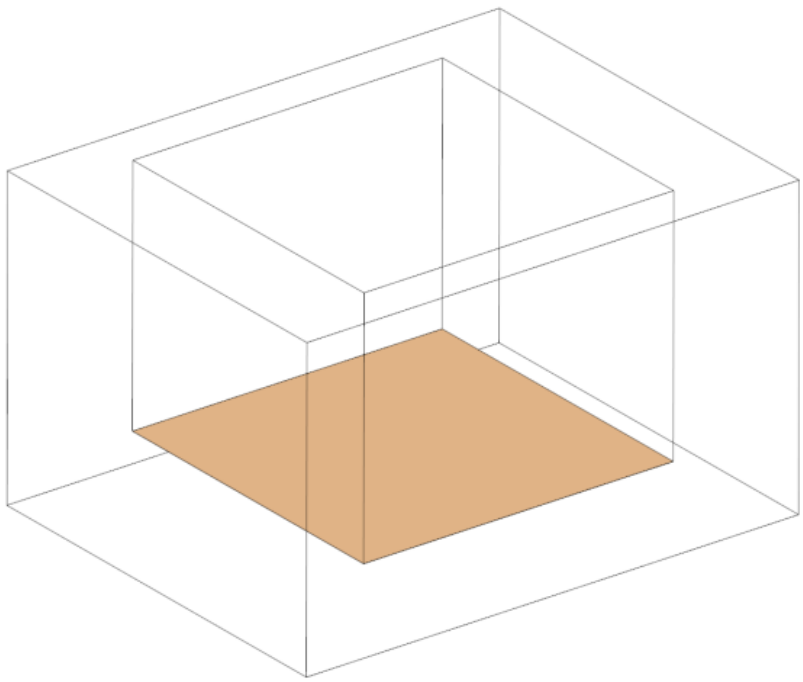

Рисунок 3
2. Выровнять песчаной смесью дно котлована (см. Рисунок 3).